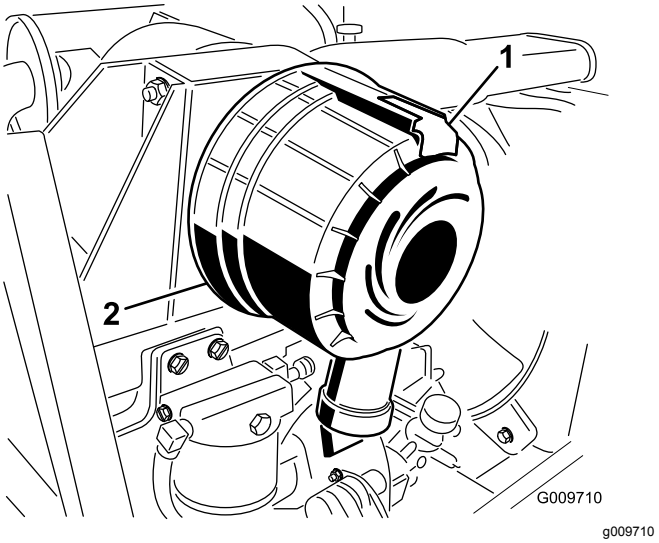

Figuur 50
1. Trek de vergrendeling naar buiten en draai het luchtfilterdeksel linksom (Figuur 50).